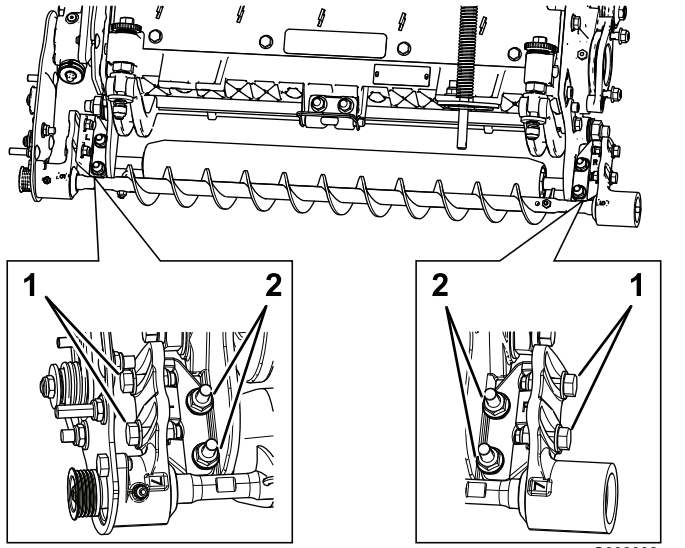

図 13
A. ローラブラシ取り付けブラケットをカッティングユニットのサイドプレートに固定しているフランジナット2個をゆるめる図 13。
B. ブラシプレートがカッティングユニットユニットのサイドプレートに平行になるまでローラブラシベアリングハウジングを回転させる図 13。
C. ローラブラシ取り付けブラケットをカッティングユニットのサイドプレートに固定しているフランジナット2個を締め込む図 13。
1. 各ローラブラシベアリングハウジングをローラブラシ取り付けブラケットに固定しているボルト2本をゆるめる図 13。